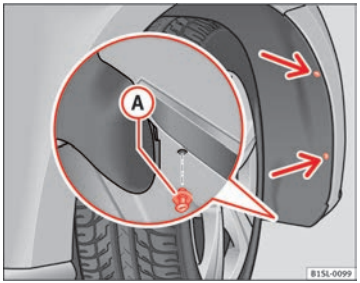

Fig. 146 In the front right wheel arch: Remove the retaining screws (arrows) and take out the expansive rivet Ⓐ.
2.	Unscrew the 2 retaining screws of the wheel arch trim ⇒ fig. 146 (arrows) with the screwdriver from the vehicle took kit ⇒ page 237.
3.	Unscrew the expansive rivet in the lower front part of the wheel arch trim ⇒ fig. 146 Ⓐ with the screwdriver from the vehicle tool kit and completely remove it ⇒ page 237.
11.	Place the expansive rivet in the wheel arch trim and bumper and press it completely inwards ⇒ fig. 146 (A).
12.	Securely screw the 2 retaining screws ⇒ fig. 146 (arrows) with a screwdriver.